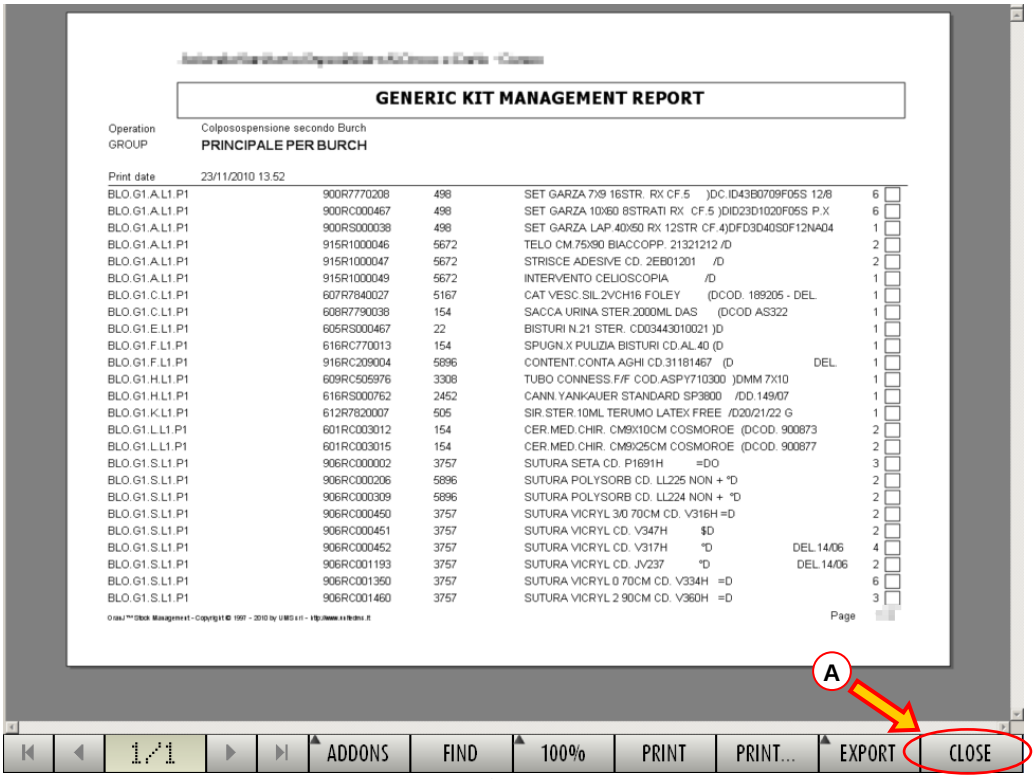

Fig 229
A print report is generated, containing the list of resources that are part of the kit. A print preview is displayed (Fig 229).
- Close the print preview (Fig 229 **A**).